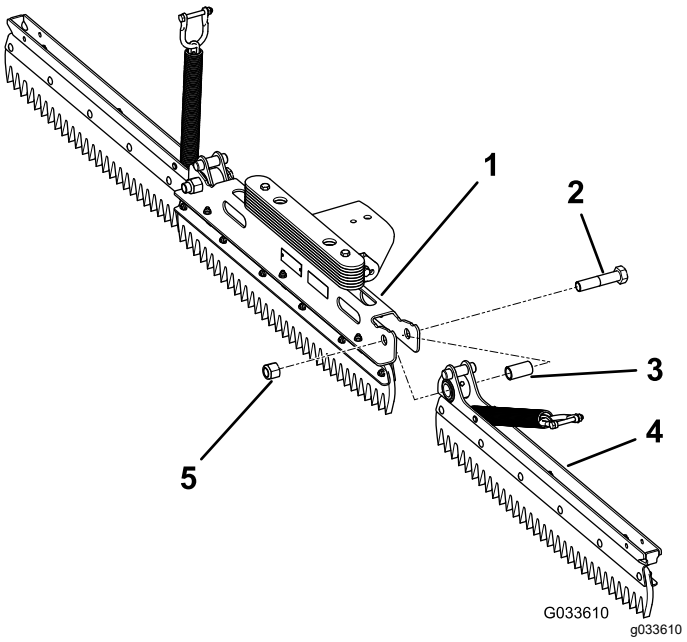

Figura 3
2. Inserite un distanziale nel foro del perno di ciascun gruppo laterale (Figura 3).
4. Fissate il gruppo laterale sinistro con un bullone (¾ x 3½") e un dado di bloccaggio (¾"), serrato da 163 a 217 N·m; fate riferimento a Figura 3.
6. Fissate il gruppo laterale destro con un bullone (¾ x 3½") e un dado di bloccaggio (¾"), serrato da 163 a 217 N·m; fate riferimento a Figura 3.